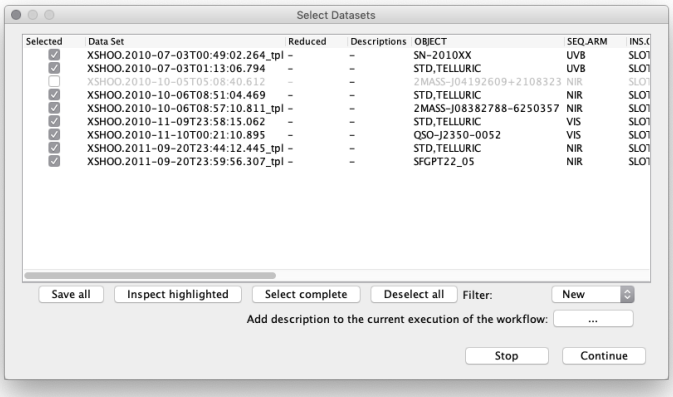

Figure 3.3: *The "Select Datasets" pop-up window. On purpose the demo includes an incomplete (grey) DataSet.*
Note that you will need a minimum of ∼2.1 GB, ∼1.5 GB and ∼2.8 GB of free disk space for the directories `<download_dir>`, `<install_dir>` and `<data_dir>`, respectively, at least ∼3.0 GB of total memory (physical + swap), and a screen with a resolution better than 1024x800 pixels . The X-shooter demo data have been retrieved with the CalSelector tool[5] The demo data sets contains only SLIT observations. There are two data sets for UVB data one taken in offset mode, and one taken in stare mode, two data sets for VIS data taken in stare mode, and four data sets for NIR data of which three are taken in nodding mode and one in stare mode. In addition we provide one incomplete NIR data set taken in stare mode to illustrate how an incomplete DataSet looks in the "Select DataSets" window (see Fig. 3.3). The first six valid data sets include standard star observations taken in offset mode, as used to be observed for early X-shooter operations, while the last two valid data sets include standard star observations taken in nodding mode, as is currently done.
7. The `Data Set Chooser` actor will be highlighted next and will display a "Select Datasets" window (see Figure 3.3) that lists the datasets along with the values of a selection of useful header keywords[6]. The first column consists of a set of tick boxes which allow the user to select the datasets to be processed. By default all complete datasets which have not yet been reduced will be selected. A full description of the options offered by the `Data Set Chooser` will be presented in Section 6.3.2.